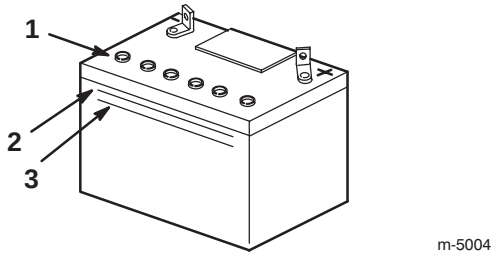

Figure 19
2. Observez le côté de la batterie. Le niveau de l'électrolyte doit atteindre le trait supérieur (Fig. 19).
Remarque : Ne laissez pas l'électrolyte descendre en dessous du trait inférieur (Fig. 19).
3. Enlevez les bouchons d'aération de la batterie (Fig. 19).
4. Versez de l'eau distillée avec précaution dans chaque élément jusqu'au repère supérieur (Fig. 19) sur le côté de la batterie.
5. Attendez 5 à 10 minutes après avoir rempli les éléments. Ajoutez de l'eau distillée au besoin, pour amener le niveau au repère supérieur (Fig. 19) sur le côté de la batterie.